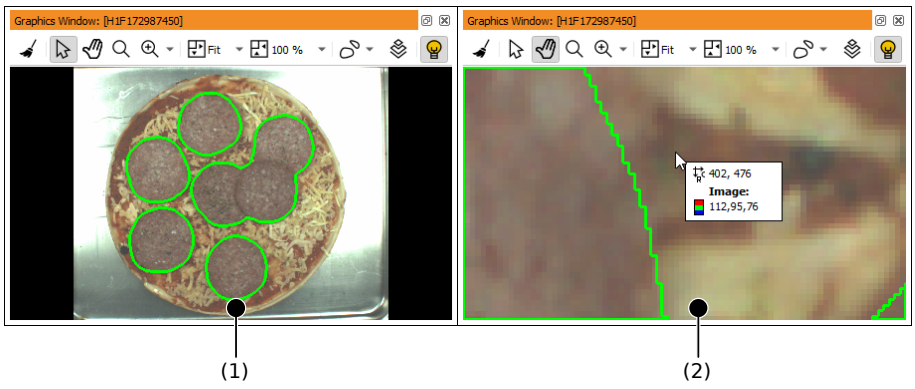

Figure 6.77: Graphics window displaying a tasty pizza: (1) full view, (2) zoomed in with pixel information.
Figure 6.77 (1) shows an example graphics window which is displaying a color image of a pizza overlaid with region data (the segmented salami slices). One of the displayed regions is selected (illustrated by the dashed border). The variable name and index of the selected region is displayed in the title bar.
The origin of the image coordinate system is the upper left image corner with the coordinates (0,0). The x values (column) increase from left to right, the y values (row) increase from top to bottom. When the mouse cursor is placed inside a graphics window, the coordinates *(row, column)* and the gray value (or in this case: the RGB values) at that position are displayed in the status bar (see page 50). Sometimes, it is desirable to display this information close to the mouse cursor. This can be achieved by holding down the Ctrl key (note: this does not work when the zoom in and out tool is selected since pressing Ctrl inverts the corresponding zoom action). Figure 6.77 (2) shows the coordinate/color value display after zooming in with the mouse wheel.
In the example image illustrated in figure 6.77 on page 158, the displayed image of a pizza is overlaid with region data. A single region is selected.